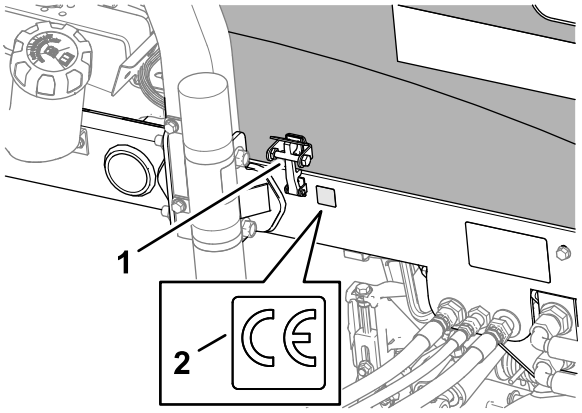

Figur 38
3. Tør venstre stel i nærheden af motorhjelmslåsen af med sprit, og lad stellet tørre (Figur 38).
4. Fjern bagsiden, og påfør CE-mærkaten på stellet som vist i Figur 38.